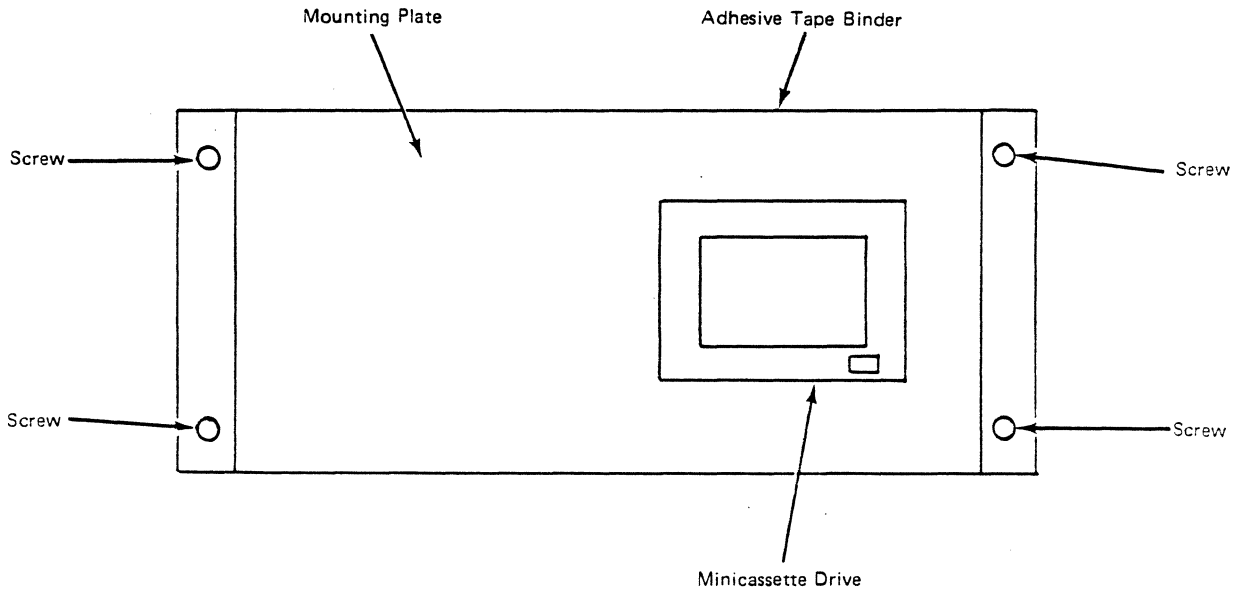

Figure 7-11. Minicassette Drive Subassembly, Front View
c. Remove the four screws located at each corner of the mounting plate (Figure 7-11). Gently apply pressure at the inside of the mounting plate to release the plate from the adhesive tape binder located along the edge of the plate.
c. Replace the four screws located at each corner of the plate (Figure 7-11).